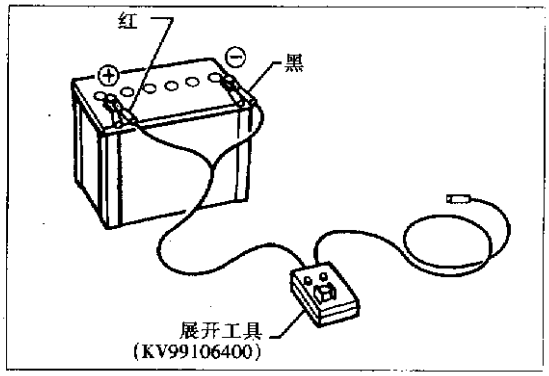

图 10－2－22
③电瓶静止放置 10～12min。
④见图 10－2－22，连接展开工具红夹头到电瓶正极桩头，黑夹头到负极桩头。确信极性是正确的，展开工具右侧标记为“deployment tool power”的灯应发绿光。如果发红光，说明电瓶极性接反。